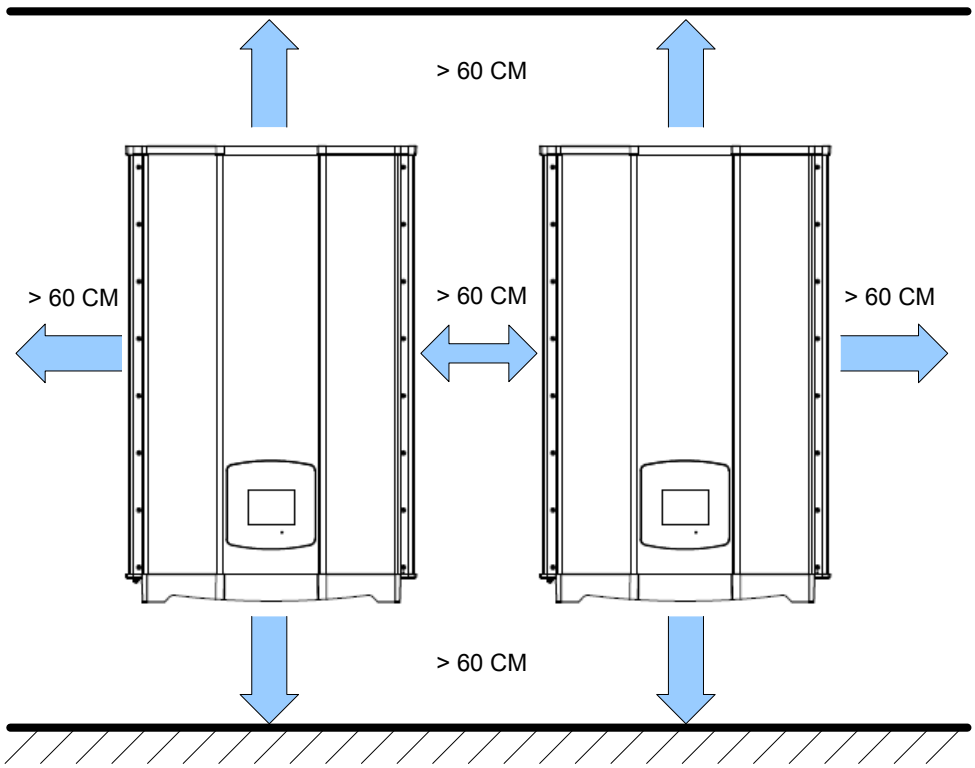

Figure 4-3 Proper installation gap
- It is essential to ensure sufficient space for product operation as shown in Figure 4-3.